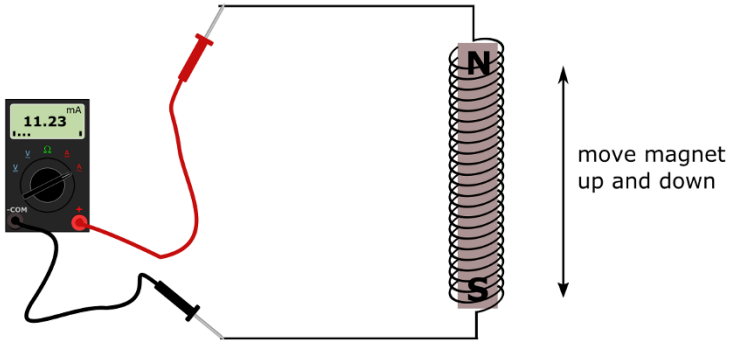

Figura 8-3: Al mover un imán dentro de una bobina de alambre se induce una corriente en el alambre.
Supongamos que coloca un potente imán permanente en el centro de una bobina de alambre conectada como en la Figura 8-3. (Observe que el multímetro y el alambre forman una trayectoria completa). Si mueve el imán hacia arriba, se induce corriente en el alambre y fluye en una dirección. Si mueve el imán hacia abajo, también se induce corriente, pero fluye en la dirección opuesta. Al mover el imán hacia arriba y hacia abajo repetidamente, puede producir una corriente alterna (CA) en el alambre. Alternativamente, puede mover el*cable*Arriba y abajo alrededor del imán, y ocurrirá lo mismo. Mientras haya movimiento relativo entre el cable y el imán, se inducirá corriente en el cable.